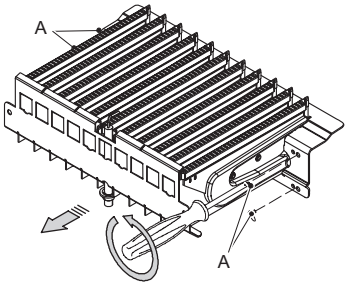

Рисунок 5.1
- Снять переднюю панель камеры сгорания и горелку, см. Рисунок 5.1.
- Поставить на место горелку Рисунок 5.1, переднюю панель камеры сгорания и панель герметичной камеры.